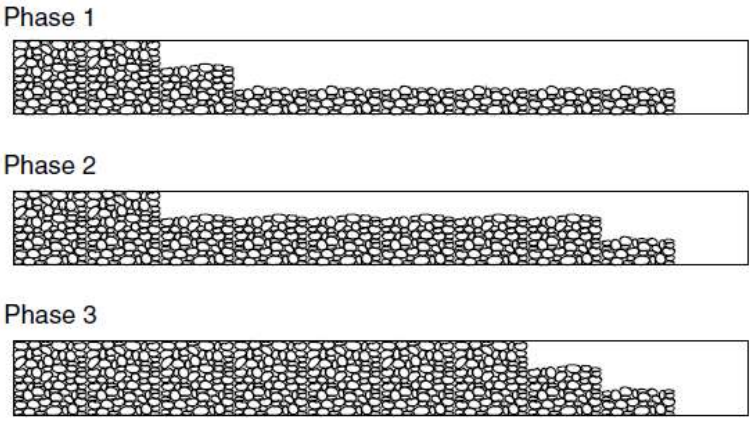

Figure 2 The filling sequence of gabions in lifts to limit diaphragm deformation (Maccaferri)
4.3.3. Figure 2 below shows how consecutive layers of gabions in a structure are joined then filled in lifts to limit the deformation of the diaphragms by the weight of the stone (refer to 8.5).